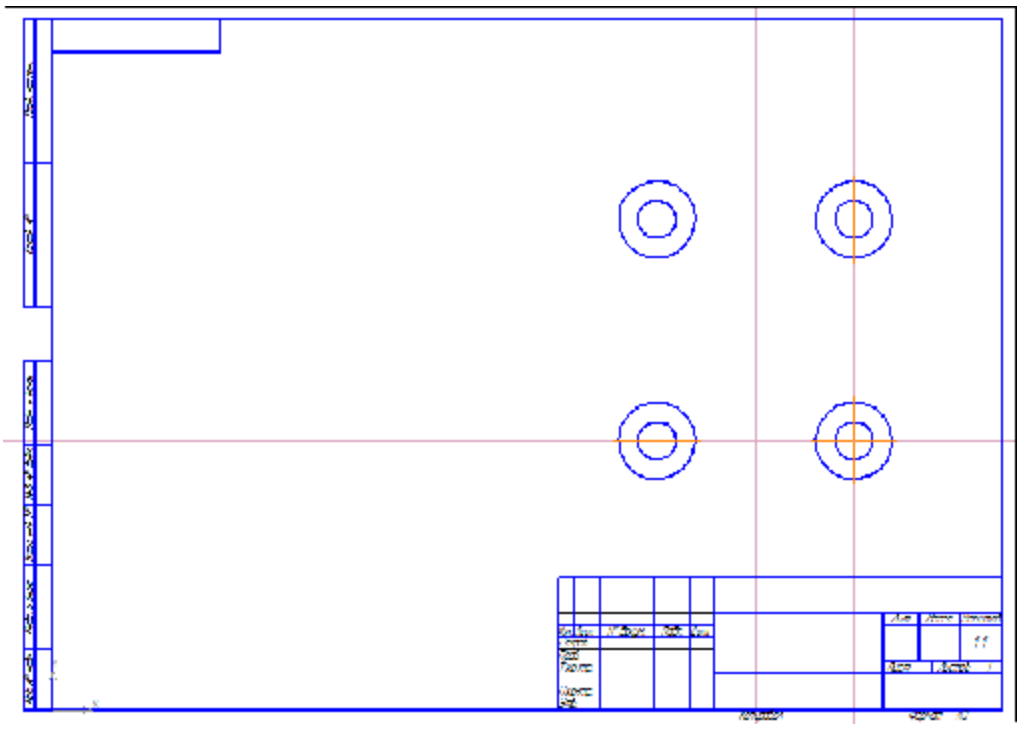

Рисунок4.6–Результати побудови чотирьох кіл радіусом 16 мм.
2) У відповідь на запит системи *Вкажіть криву для побудови перпендикулярного відрізку* клацніть мишею в будь-якій точці на осьовій лінії (точка *p15* на рис. 4.6). Тепер усі відрізки будуть будуватися перпендикулярно до осьової.
9) Далі виконуємо побудову ще чотирьох кіл з радіусом 16 мм та центрами у тих самих точках перетину допоміжних прямих, що і у попередніх кіл з діаметром 16 мм. Для цього викликаємо команду *Коло*, якщо до цього Ви перервали її виконання, і на панелі параметрів кола перемикаємо спосіб задавання параметрів кола у режим *Радіус*. Вводимо значення радіусу 16 мм та натискаємо *<Enter>* для його фіксації. Вказуємо точку центру кола мишею на екрані. Аналогічно будуємо наступні три кола(рис. 4.6).